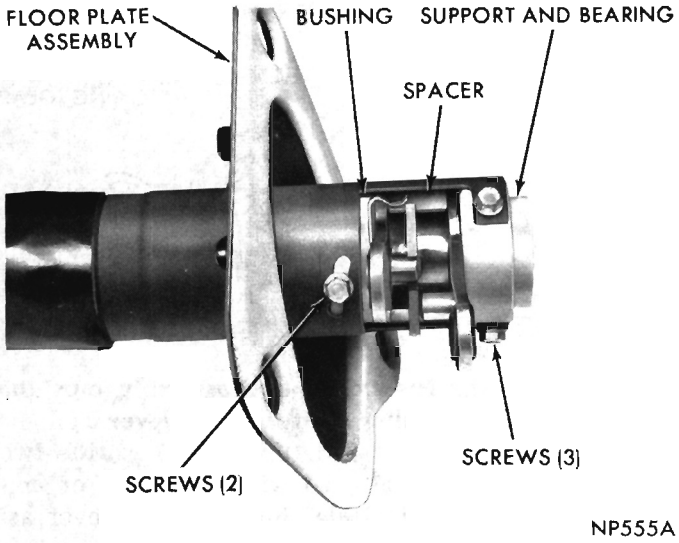
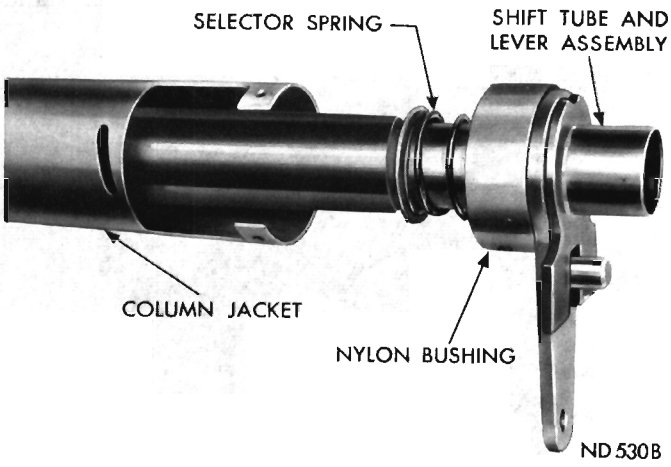
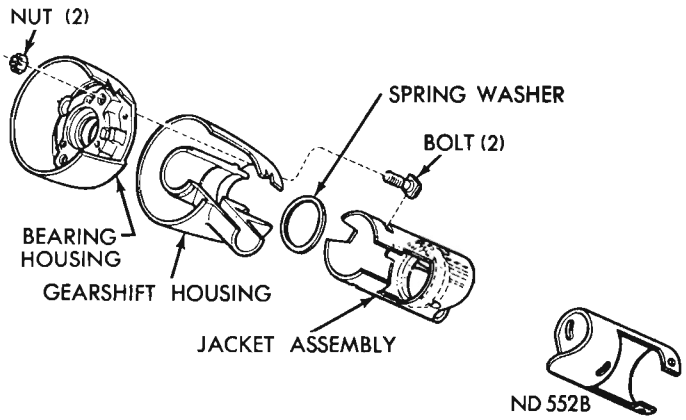
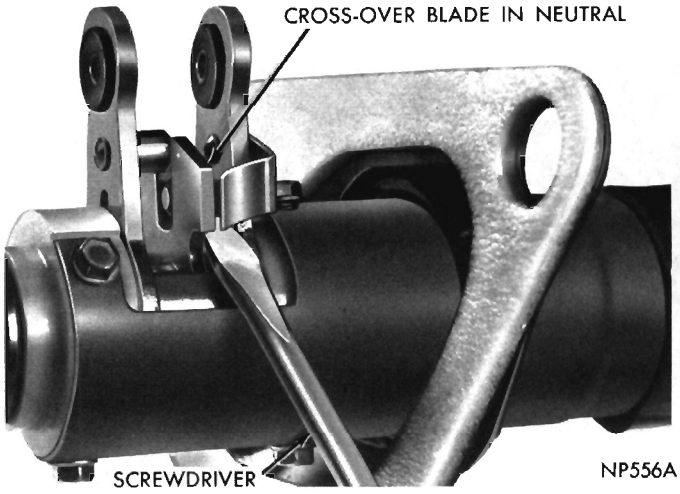

Fig. 6—Shift Tube and Levers—Assembled
Fig. 7—Removing Shift Tube Assembly
Fig. 8—Upper End of Column—Disassembled
Fig. 9—Holding Cross-Over Blade in Neutral Position
(7) Remove three screws securing lower support in the column jacket (Fig. 6), slide support and bearing assembly out of jacket. Remove low-reverse lever and spacer from shift tube.
(8) Remove two lower shift tube bushing retaining screws at slotted holes in jacket (Fig. 6). Slide shift tube with 2nd and direct lever, bushing, spring and spring retainer out of jacket (Fig. 7).
(3) Place two bearing housing retaining bolts in position in housing and just start retaining nuts (Fig. 8), then thread turn signal wiring through the housing.
(4) Install bearing housing while guiding wiring through gearshift housing. Position housing so bolt heads engage in slots in column jacket. Tighten bolt nuts alternately and evenly in steps to prevent unseating bolt heads from the slots.
(5) Lubricate floor plate O-ring with a soap solution or rubber lubricant and slide floor plate assembly on steering column. **The floor plate assembly must be installed before installing shift tube and lever.**
(6) Turn bushing on shift tube (Fig. 7) so the two holes in bushing are aligned with centerline of 2nd and direct shift lever. Slide shift tube and lever assembly through jacket and into gearshift housing, start the two bushing retaining screws through slots in jacket but do not tighten.
(7) Install spacer (Fig. 6) around selector lever so it rests against 2nd and direct shift lever. Install low and reverse lever. Then install support and
(8) Rotate bushing (Fig. 6) to where all play at
(9) Place a screw driver blade between 2nd and direct shift lever and cross-over blade so it will be held in neutral position half way between the two shift levers (Fig. 9).
(10) Position gearshift lever and spring in housing so ball end with insulator ring engages hole in shift tube key. Align and install retaining roll pin.
(11) Place insulator over column upper bearing and install assembly into bearing housing bore (Fig. 8). Use a soap solution or rubber lubricant to ease installation.